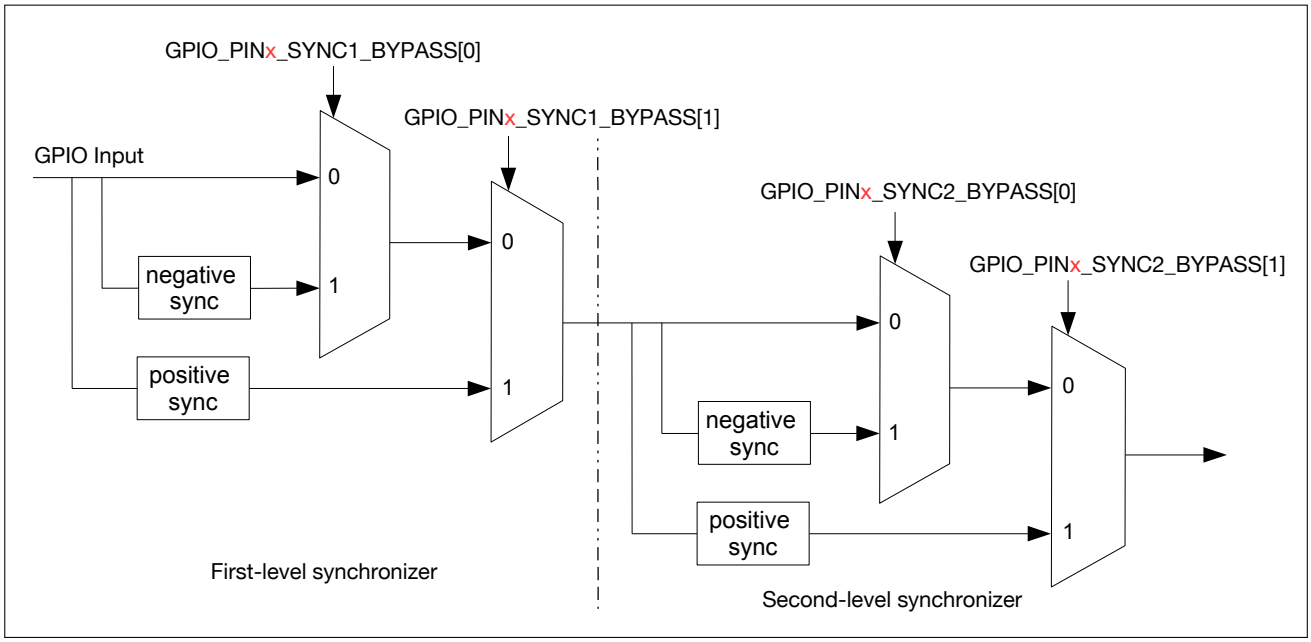

**图 7.4-1. GPIO 输入经 IO MUX 运行时钟上升沿或下降沿同步**
GPIO SYNC 模块的功能如图 7.4-1 所示。其中，negative sync 为 GPIO 输入经过 IO MUX 的运行时钟的下降沿同步，positive sync 为 GPIO 输入经过 IO MUX 的运行时钟上升沿同步。
- 如图 7.4-1 所示，配置 GPIO_PIN*x*_SYNC1_BYPASS 使能输入信号在第一级同步中为上升沿或下降沿同步。
- 如图 7.4-1 所示，配置 GPIO_PIN*x*_SYNC2_BYPASS 使能输入信号在第二级同步中为上升沿或下降沿同步。